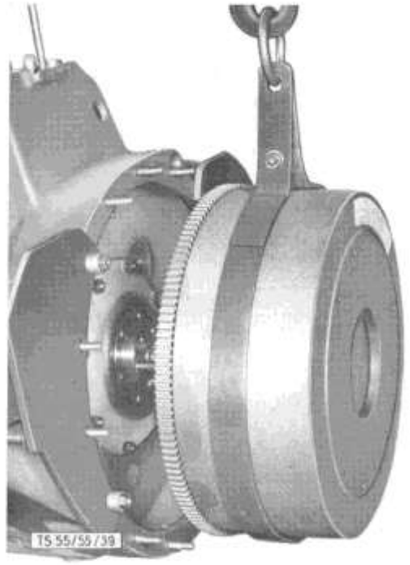

Bild 41: **Ausbau des Schwungrades**
6. Schwungrad-Aufhängevorrichtung SK 11993 montieren, Kran einhängen und leicht anziehen (Bild 41).